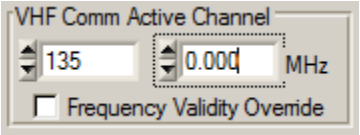

Figure 34 Tuning COM Channel to 135 MHz
1) Tune the COM to 135 MHz. (Figure 34).